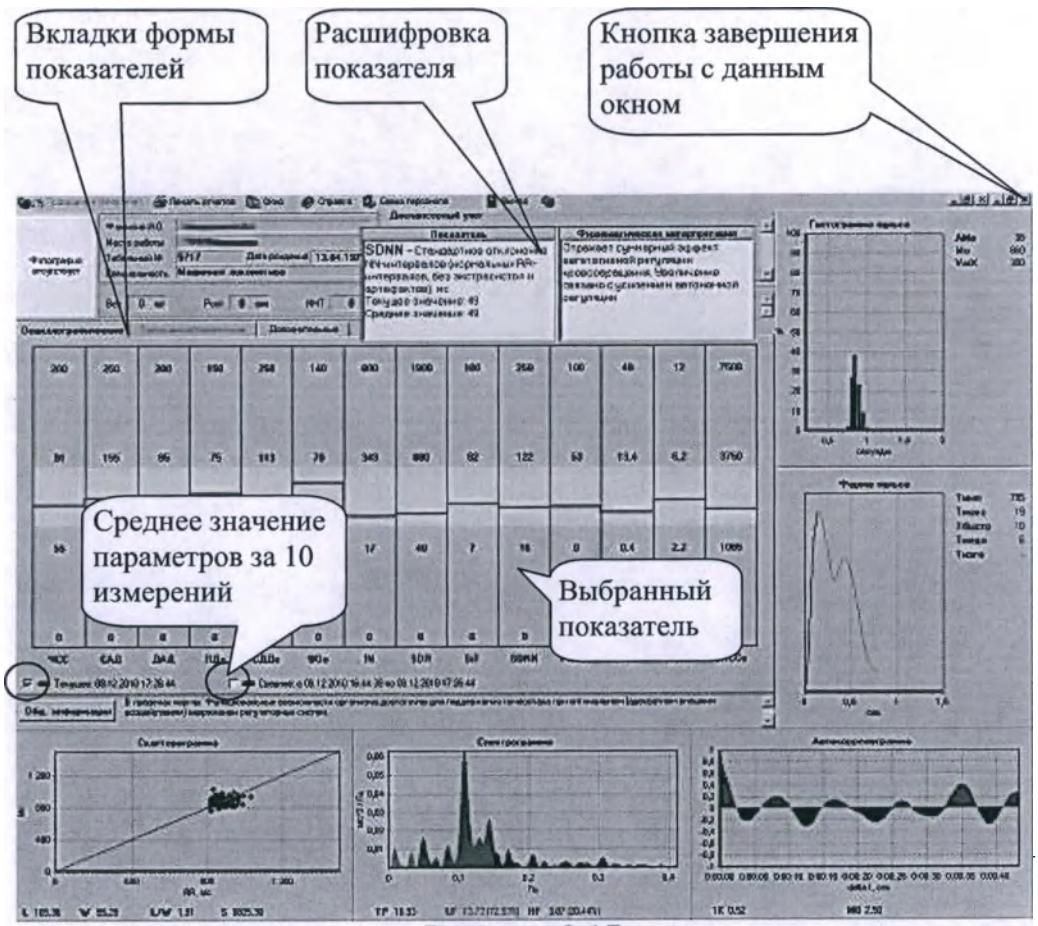

Рисунок 8.17
2.4.12.8 На экране появится окно (рисунок 8.17). В данной форме представлен ряд показателей функционального состояния обследуемого, в том числе основные параметры анализа формы пульсовой волны. Если подвести курсор мыши к интересующему параметру, появится расшифровка данного показателя, а также его физиологическая интерпретация.
2.4.12.9 В зависимости от метода измерения АД Вы можете посмотреть «Осциллометрические», «Тахоосциллографические» или «Дополнительные» параметры с помощью вкладок, расположенных в верхнем левом углу формы показателей (рисунок 8.17).
2.4.12.11 В нижней части окна «Функциональное состояние» расположены графики **«Скаттерограмма»**, **«Спектрограмма»**, **«Автокоррелограмма»**, которые характеризуют вариабельность сердечного ритма (рисунок 8.17). В правой части экрана расположена **«Гистограмма пульса»**, которая показывает процентное соотношение сердечных сокращений с разной частотой, взятых к 100 пульсовым ударам. На графике под гистограммой пульса показан график **«Форма пульса»** и временные параметры пульсовой волны: $T_{имп}$, $T_{макс}$, $T_{быстр}$, $T_{медл}$, $T_{изгн}$.
2.4.12.12 С помощью кнопки «Общ. Информация» (рисунок 8.17), расположенной в левой средней части экрана, Вы можете посмотреть информацию по больничным листам, карту стратификации факторов риска заболевания сердечно-сосудистой системы, медицинские назначения, а также предыдущие комментарии медицинского работника.